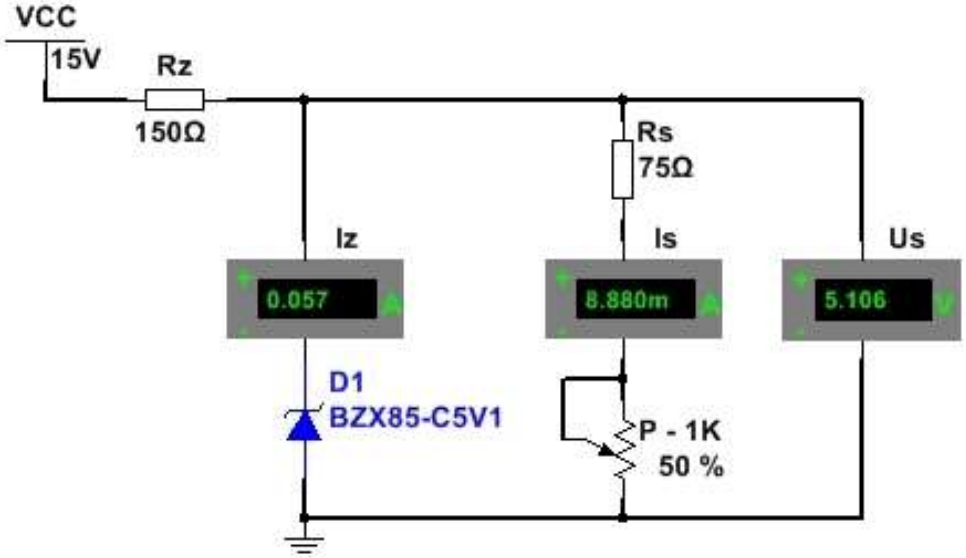

Figura 4.16 Schemă stabilizator cu diodă Zener realizată cu simulatorul
1. Realizați cu simulatorul schema stabilizatorului din **figura 4.16**;
3. Pentru montajul din **figura 4.16** calculați valoare rezistenței de sarcină **Rs** pentru **Iz = 45 mA.**